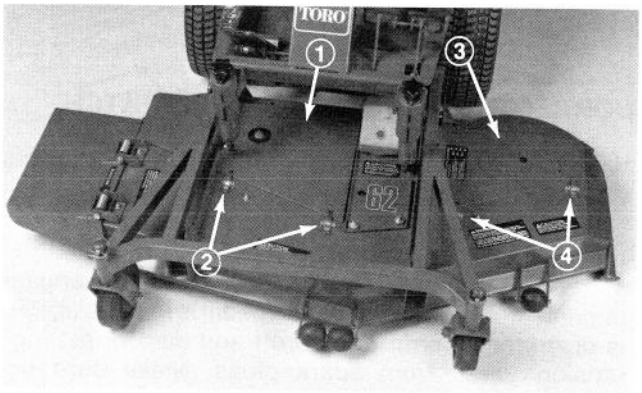

Figure 26
2. Unhook latches securing center cover to top of cutting unit (Fig. 26). Remove cover from cutting unit.
3. Unhook latches securing center and left covers to top of cutting unit. Remove covers. (Fig. 26).